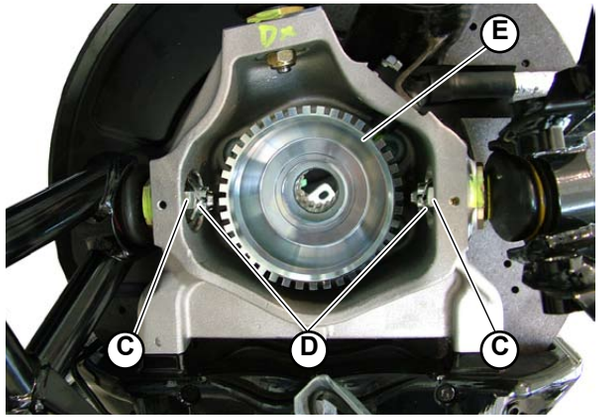

Fig.2
2. Tighten the 2 nuts **(C-Fig.2)** and insert the 2 split pins **(D-Fig.2)**..
3. Position the phonic wheel (**E-Fig.2**) inside the hub carrier.